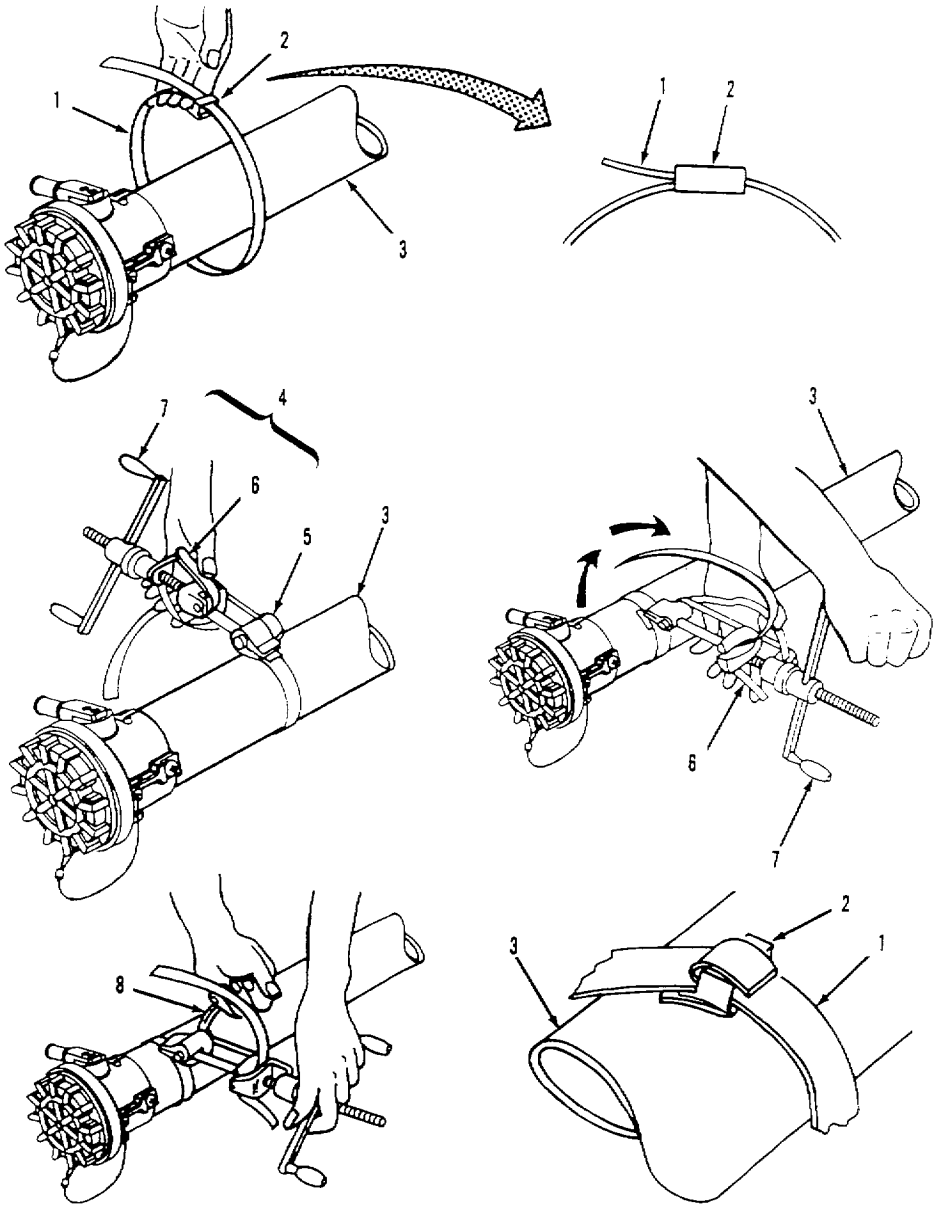

Figure 4-8. 2-inch Fuel Hose Clamp Installation.
(3) Push valved dry break coupling assembly (8) into end of hose (9).
(4) Slide sleeve (1) onto hose (9) and position it about 12 inches back from end of hose.
(5) Push valved dry break assembly (4) into end of hose (9).
(6) Perform continuity test between valved dry break couplings (4 and 8) to ensure ground wires are firmly seated against couplings. Continuity must exist.
(7) Wrap end of clamp (1, figure 4-8) around hose (3) and through seal (2). Position clamp about 1-inch from end of hose.
(8) Wrap another loop of clamp (1) around hose (3) and through seal (2).
(9) Position tag end of clamp (1) in slots of clamping tool (4). Tool nose (5) should fit snug against seal (2).
(10) Apply pressure to gripper lever (6) and turn handle (7) until clamp (1) is snug. Tool will lock in place when correct tension is applied. Reposition tool as required.